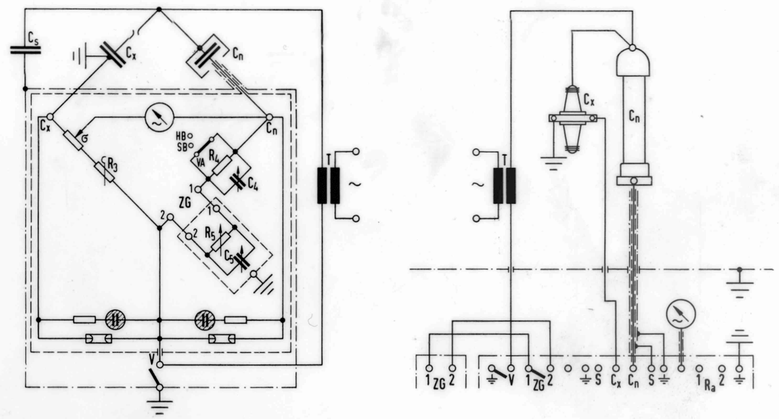

Bild 4
4. Messung geerdeter Prüflinge mit Hilfe des Zusatzgerätes (Bild 4)
Verfahren: Beseitigung des Einflusses der Streukapazität C_s, die parallel zum Prüfling C_x liegt, durch einen Vorabgleich mit dem Zusatzgerät (ZG, Abgleich R_5 und C_5 in Bild 4).
$R_n = \infty$ bei Ladeströmen bis 0,08 A (Meßschaltung und Anschluß nach Bild 4).
Meßschaltungswähler M auf SCHERINGBRÜCKE („SB" in Bild 4).
Meßschaltungswähler M auf VORABGLEICH ZUSATZGERÄT („VA" in Bild 4).